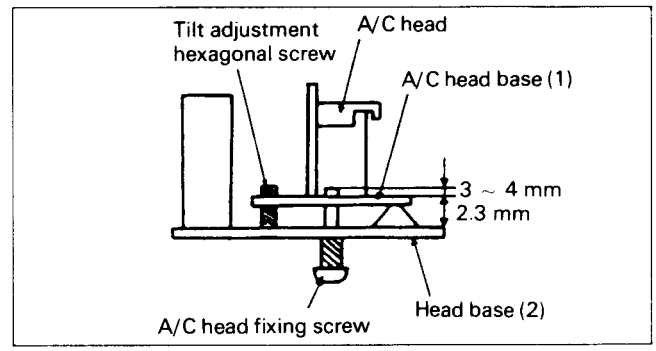

**Fig. 8 Azimuth/Tilt Adjustments**
1) Tighten the A/C head fixing screw through the bottom of the head base (2) via the spring so that the top of the fixing screw comes out approx. 3 — 4 mm above the top of the head base (1). (Refer to Fig. 8.)
2) Adjust the tilt adjustment hexagonal screw and azimuth adjustment screw so that head base (1) is parallel with head base (2). (Refer to Fig. 8.)